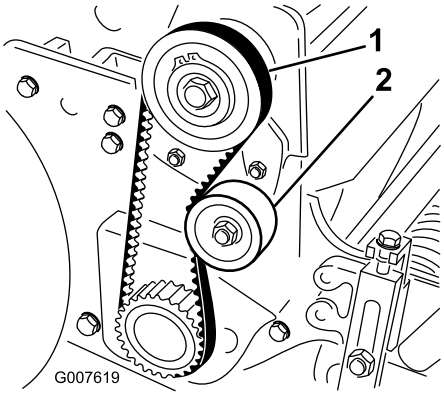

Figur 36
2. Kontroller spændingen ved at trykke remmen ned midtvejs mellem remskiverne (Figur 36) med en kraft på 18 til 22 N. Remmen skal gi' sig 6 mm.
A. Løsn styreremskivens monteringsmøtrik, og drej styreremskiven med uret mod bagsiden af remmen, indtil du opnår den ønskede remspænding (Figur 36).